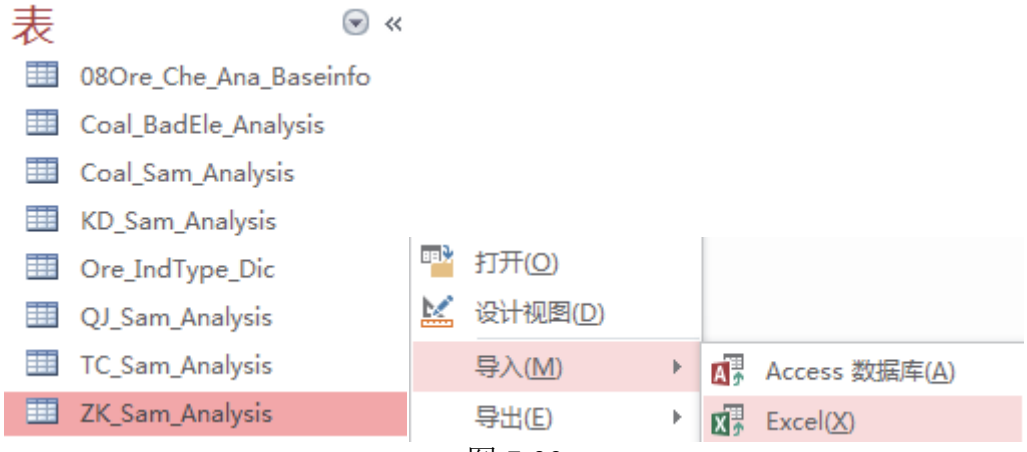

图 7-39
4. 在 Access 软件界面左侧的数据表列表中，点击选择“ZK_Sam_Analysis”，再右键单击，在快捷菜单里选择“导入”→“Excel”（见图 7-39）；